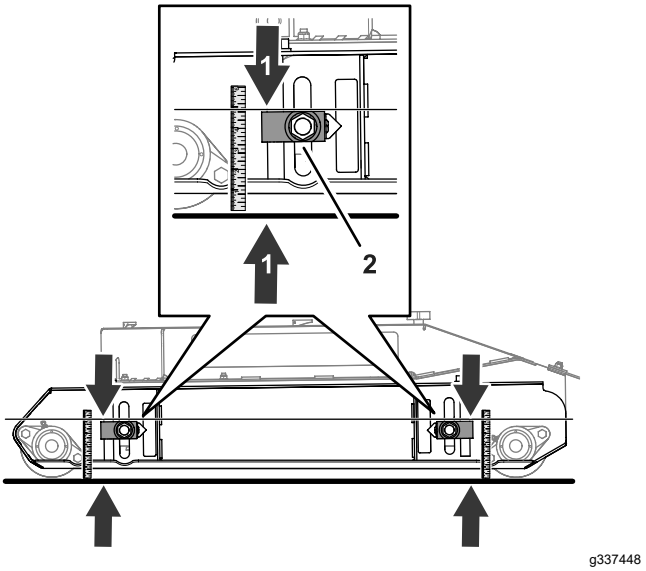

Figuur 79
1. Maak de moer los waarmee de maaihoogteregelaar is bevestigd (Figuur 79).
2. Beweeg de maaihoogteregelaar naar boven of beneden tot u 124 mm meet van de bovenkant van het regelaarblok tot de grond (Figuur 79).